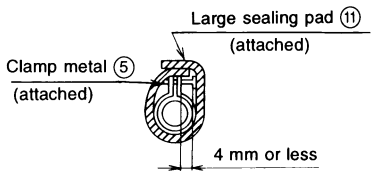

Fig. 26
- Wrap the attached sealing pad ⑪ over the clamp and drain hose to insulate. (Refer to Fig. 26)